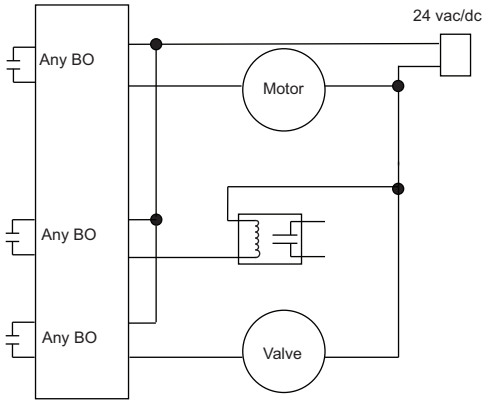

Fig. 3 — Connect Binary Output Wiring Screw Terminals
4. Connect the binary output wiring to the screw terminals on the UC Open XP and to the controlled device. See Fig. 3.